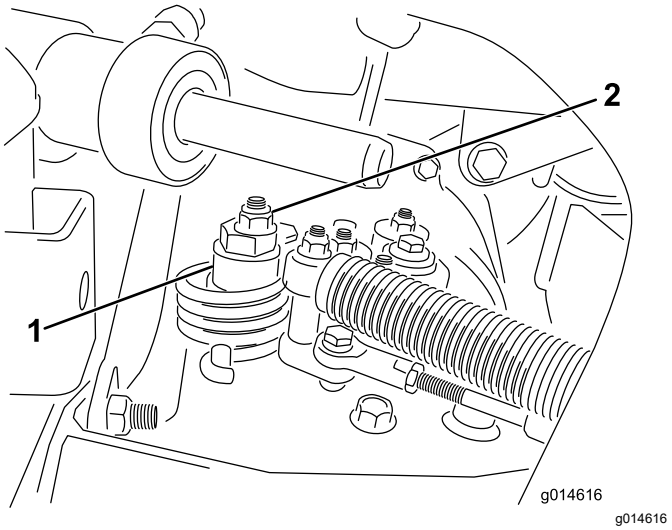

**Figur 43**
A. Løsn møtrikken, der fastgør den excentriske bolt til den øverste del af hydrostaten (Figur 43).
C. Drej den excentriske bolt, indtil der ikke forekommer krybning i nogen retning. Når hjulet holder op med at dreje, skal den møtrik, der låser den excentriske bolt og justeringen, tilspændes (Figur 43). Kontroller indstillingen med gashåndtaget i positionen LANGSOM og HURTIG.